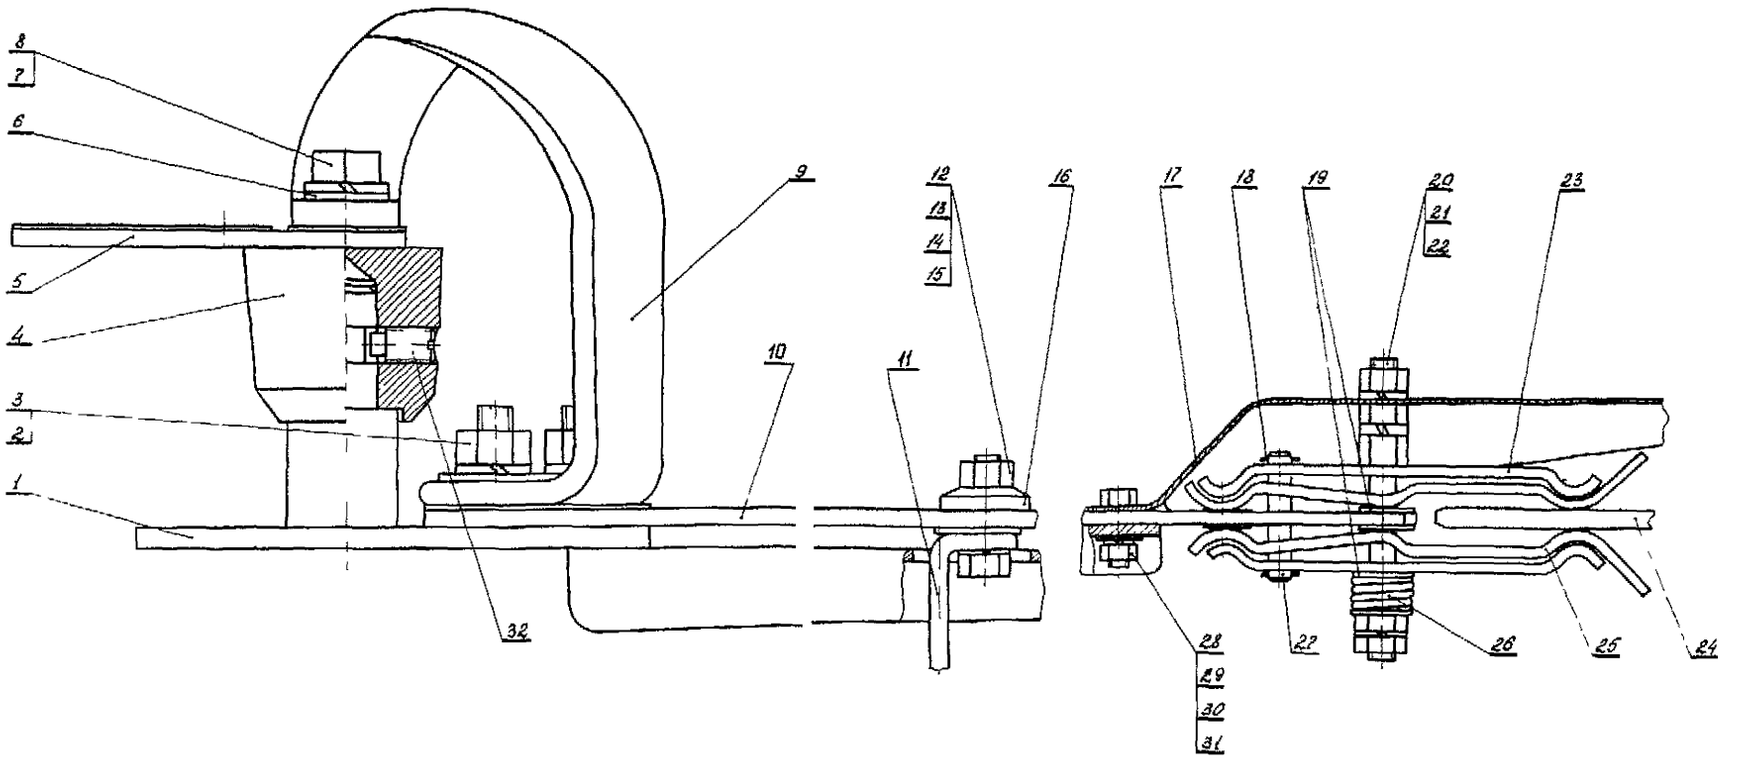

Рис. 6. Контактная система отделителя:
04.I. Вывинтить болты 28 (рис. 6), отвинтить гайку 2I и снять кожух I7.
04.8. Собрать контактную систему согласно рис.6, предварительно смазав ее техническим вазелином.
04.20. Отвинтить гайки 3 (см. рис. 6), вывинтить винт 32 и вынуть нож из ступицы 4.
05.7. Проверить вытягивающее усилие вдоль оси ламелей разъемного контакта, прикладываемое к вставляемой в разъемный контакт шине толщиной 6 мм, равной толщине неподвижного контакта II (см. рис. 6). Усилие должно быть равно 6-8 кгс.
05.II. Собрать неподвижный контакт II согласно рис.6.